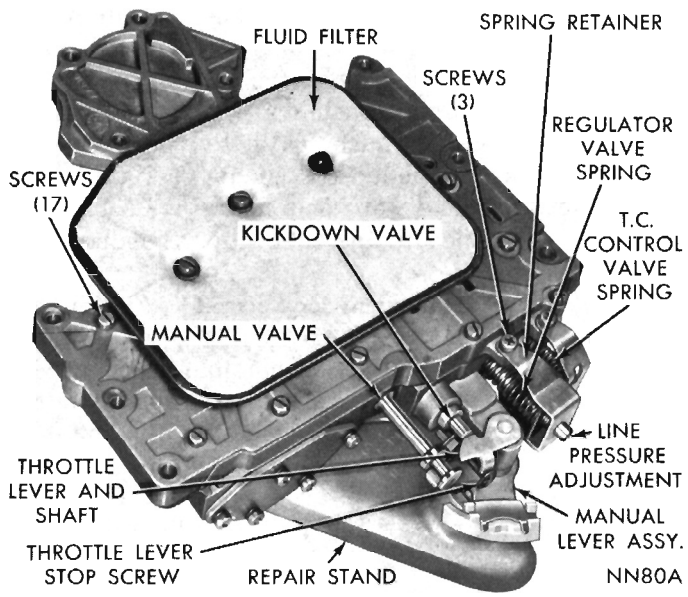
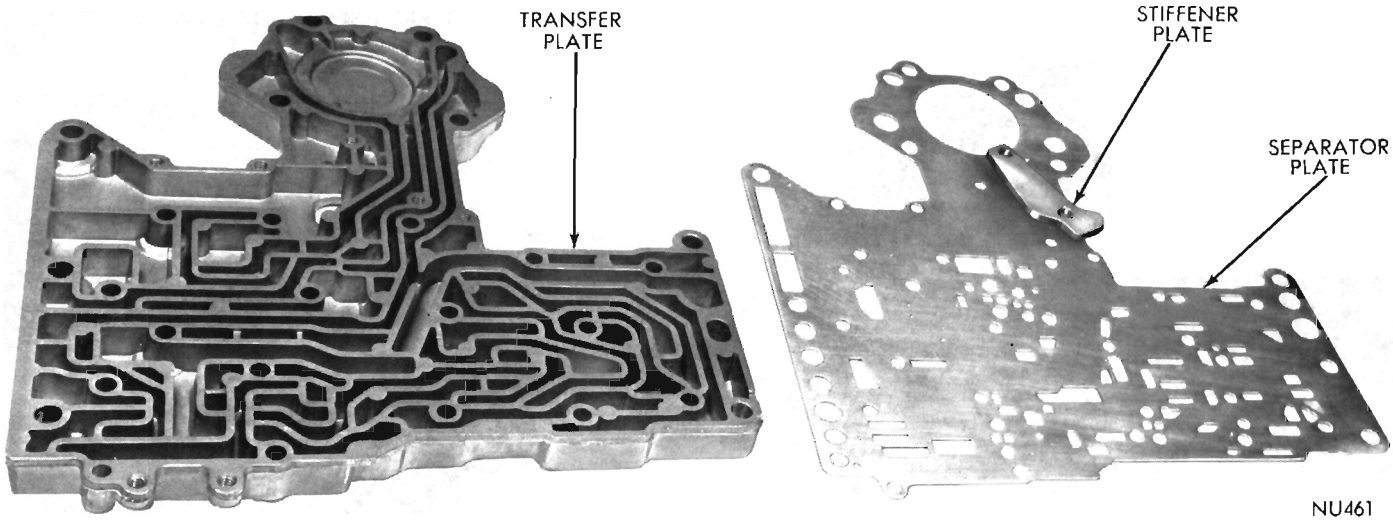

Fig. 50—Valve Body and Control Assembly
Fig. 51—Transfer and Separator Plate
C-3749, (Fig. 50). Remove three screws from fluid filter and lift off the filter.
(2) While holding spring retainer firmly against the spring force, remove the three bracket retaining screws (Fig. 50).
(3) Remove spring retainer, torque converter control valve spring, and regulator valve spring with line pressure adjusting screw assembly. **Do not alter setting of line pressure adjusting screw and nut. The nut has an interference thread and does not turn easily on the screw.**
(4) Slide regulator valve out of valve body. Slide torque converter control valve out of valve body.
(5) Remove the transfer plate retaining screws. Carefully lift transfer plate and steel separator plate assembly off the valve body.
(6) Invert transfer plate assembly and remove the stiffener plate. Remove remaining screws securing separator plate to transfer plate, and carefully lift off separator plate (Fig. 51).
(1) Place separator plate on the transfer plate (Fig. 51). **Install stiffener plate and retaining screws exactly as shown.** Make sure all bolt holes are aligned, then tighten stiffener plate screws to 28 inch-pounds.
(14) Position torque converter valve spring and regulator valve spring over ends of their respective valves. Place line pressure adjusting screw assembly on end of regulator valve spring with long dimension of nut at right angles to valve body (Fig. 50).
(15) Install spring retainer, making sure converter valve spring is engaged on the tang and position squarely in retainer. Tighten the three retaining screws to 28 inch-pounds (Fig. 50).